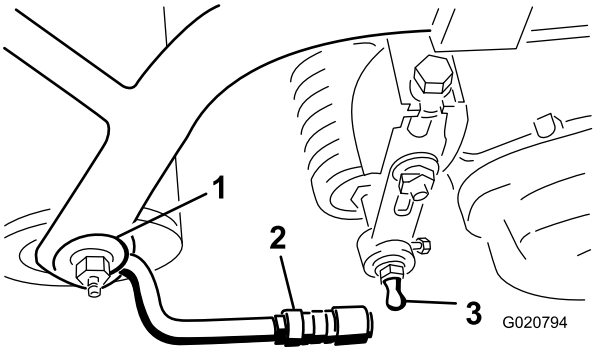

Figura 8
3. Deslice hacia atrás el manguito del casquillo receptor de la articulación esférica y enganche el receptor sobre el espárrago con bola de la unidad de corte. Suelte el manguito para que pueda deslizarse sobre el espárrago, afianzando el conjunto (Figura 8).